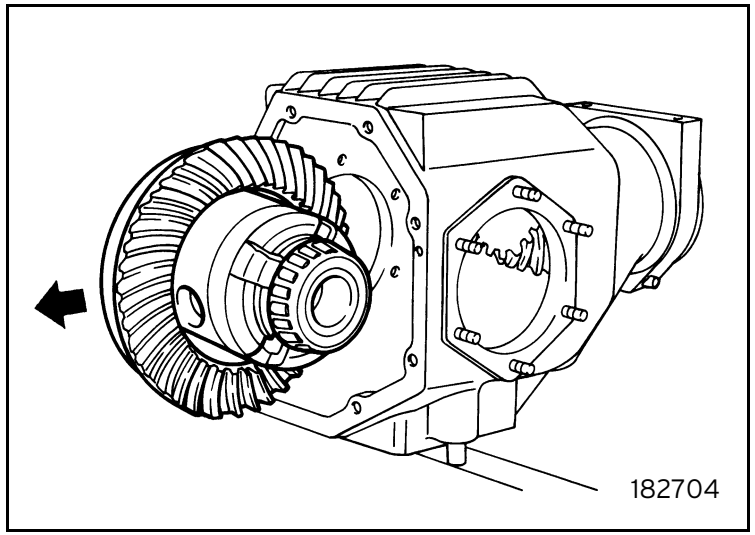

Fig. 4
- Remove the crown-planet gear set (figure 4).